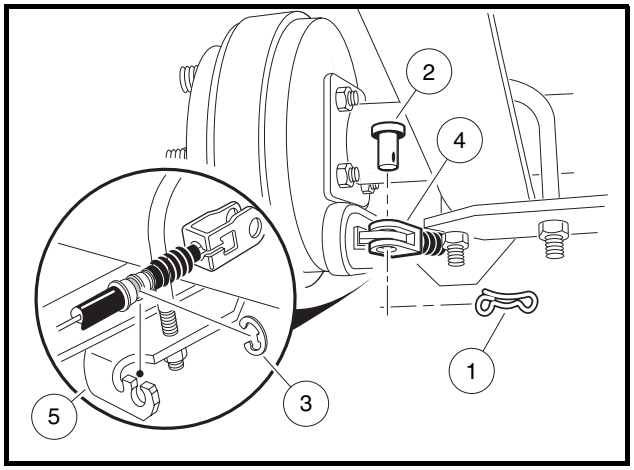

Figure 6-39 Disconnect Cables at Rear Brakes
- 4.1. Remove bow-tie pins (1), clevis pins (2), and E-clips (3) **(Figure 6-39, Page 6-23)**.
2. At the rear wheel brakes, connect the cables to the brake actuator arms using clevis pins (2) and new bow-tie pins (1) **(Figure 6-39, Page 6-23)**.
3. Place cables in cable support bracket (5) and secure with E-clips.